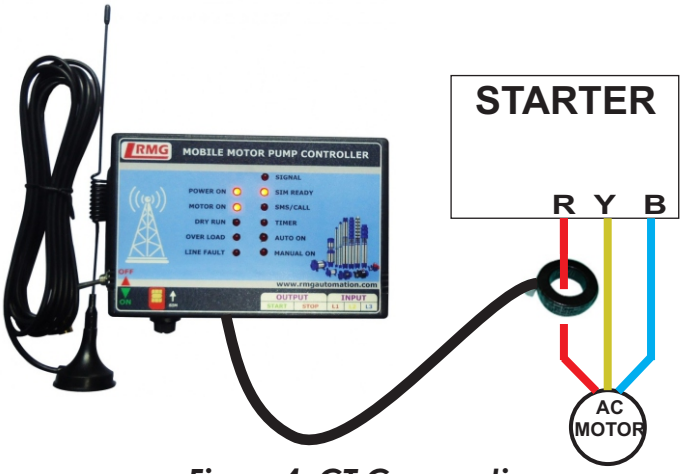

Figure4: CT Connection
Step 6: Remove the output 'R' wire from starter & insert into the CT coil, and connect it back to the starter. (refer figure 4)